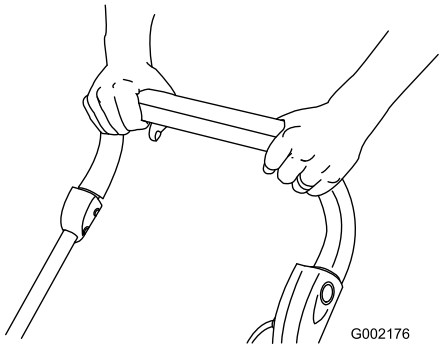

Рисунок 17
5. Удерживая рычаг управления около рукоятки, отпустите кнопку (Рисунок 17).